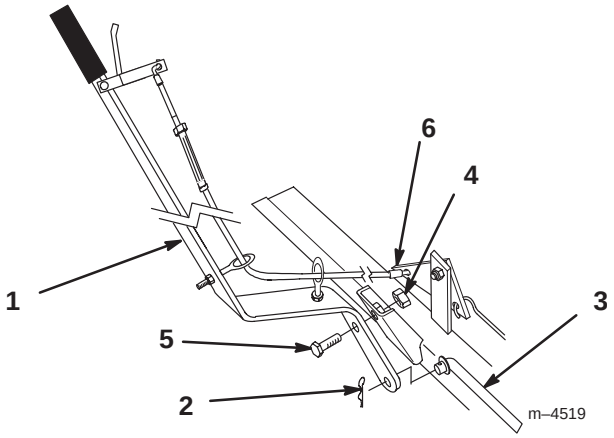

Figure 10
1. Hold the index handle near the pivot support and install the cable ”Z” end to the back hole of the triangular index plate (Fig. 10).
2. With the ”Z” end of the cable installed, attach the index handle to the pivot support using the 1/2-13 x 1” (25 mm) pivot bolt. Screw the bolt into the pivot support until the handle is snug and then back it off slightly to let the handle pivot freely (Fig. 10).
3. Install the 1/2” jam nut on the pivot bolt to lock it in place (Fig. 10).
4. Rotate the index handle to align the hole at the bottom of the handle with the control rod. Insert the control rod and secure with a large hairpin cotter (Fig. 10).